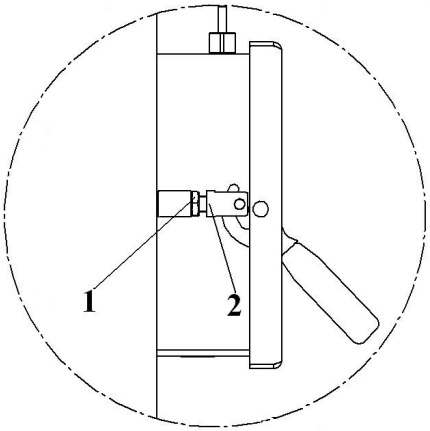

fig.24
- se strănge şurubul închizător **2** şi se poziţionează după care se strănge contrapiuliţa **1** (fig. 24)